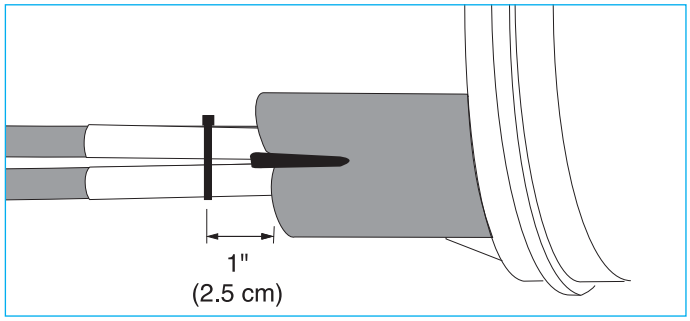

Figure 32.
9.4.7 Install the branch-off clip as shown. The clip's base must touch the tube. (Figure 32)